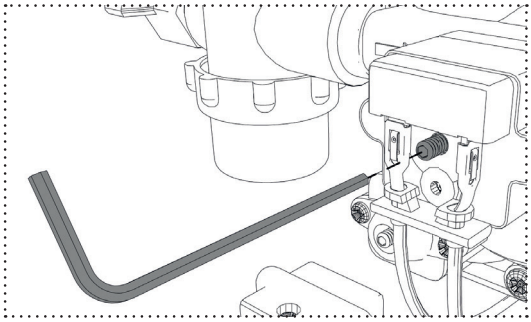

Abb. 13: Druckschalter Einstellung
1. Drehen Sie die Schraube gegen den Uhrzeigersinn ganz heraus (Abb. 13).